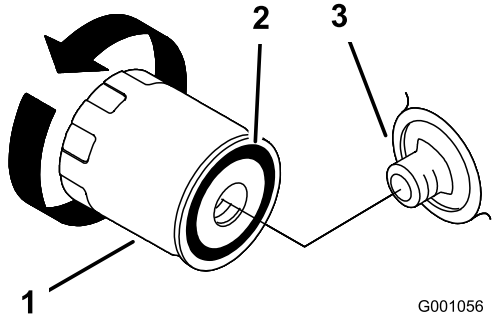

Figur 25
2. Fjern det brukte filteret, og tørk av filteradapterens pakningsflate (Figur 25).
3. Påfør et tynt lag med ny olje på gummipakningen på det nye filteret (Figur 25).
4. Sett det nye oljefilteret i filteradapteren, drei oljefilteret med klokken til gummipakningen kommer i kontakt med filteradapteren, drei stram så til filteret ytterligere 2/3 til 1 omdreining (Figur 25).